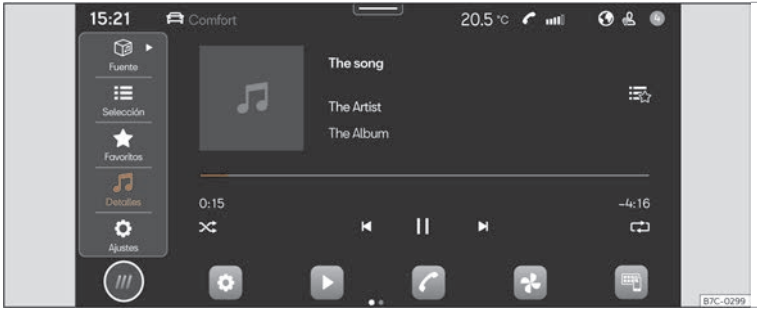

Fig. 130 Representación esquemática:Vista Multimedia
- Prema **HOME** > ▶ >>> **fig. 130** .